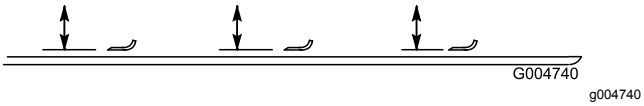

Figur 130
4. Roter kniven til endene vender fremover og bakover og mål fra innsiden av klippeenheten til kniveggen på forkanten av kniven (Figur 130).